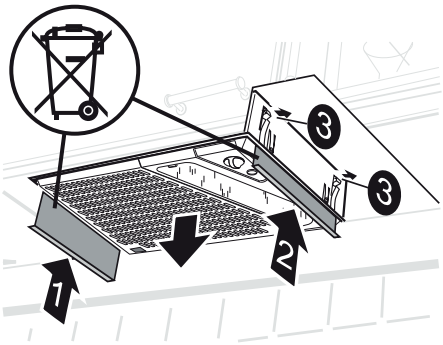

Fig. 5
Trykk demonteringsplatene (1 og 2) opp mellom avtrekkshetten og opphengsrammen, slik at fjærene (3) frigjøres. Trekk viften ned fra opphengsrammen. Se Fig. 5.